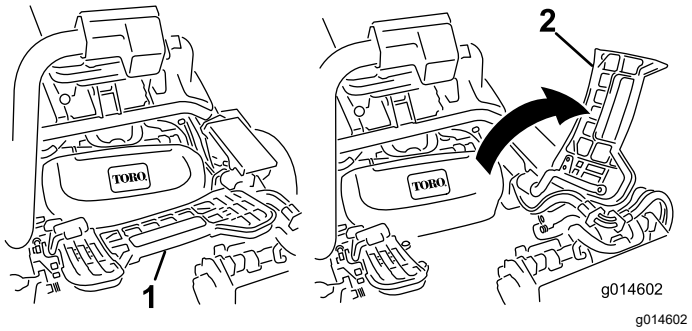

Figuur 64
2. Klap de voetsteun omhoog zodat u bij het middelste maai-eenheid kunt (Figuur 64).